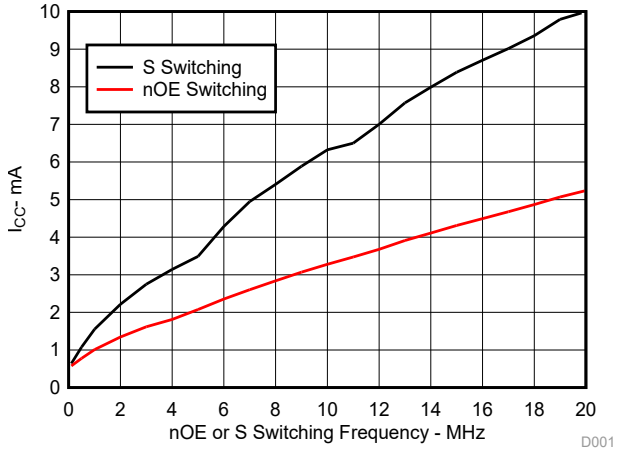

图 4-2. 典型 I_{CC} 与 $\overline{OE}$ 开关频率间的关系，V_{CC} = 3.3V
(1) 所有典型值均在 V_{CC} = 3.3V（除非另外注明）、T_A = 25°C 时测得。
(2) 对于 I/O 端口，参数 I_{OZ} 包括输入漏电流。
(3) 这是每个输入在指定 TTL 电压电平而不是 V_{CC} 或 GND 时电源电流的增加情况。
(4) 此参数指定与单个控制输入的工作频率相关的动态电源电流（请参阅图 4-2）。
(5) 在通过开关的指示电流下，由 A 和 B 端子之间的压降测量。通态电阻由两个（A 或 B）端子的较低电压决定。